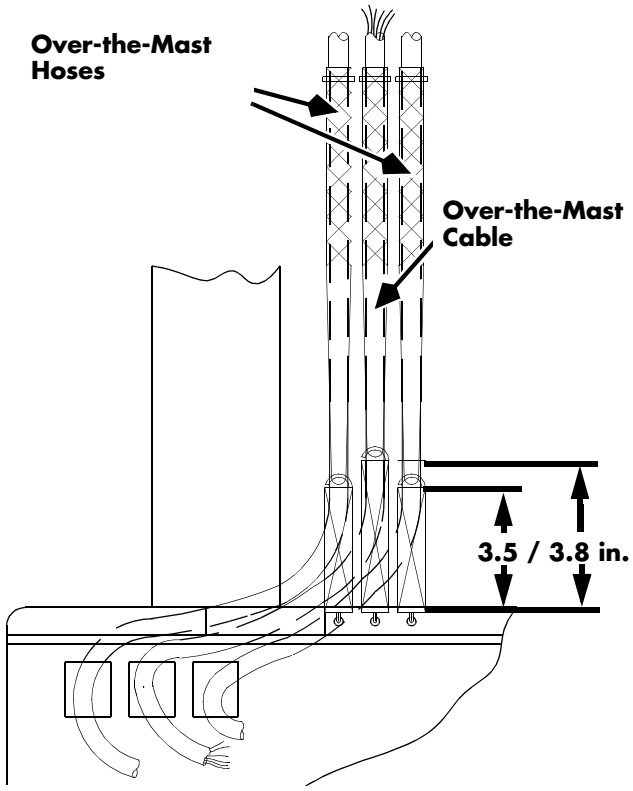

Figure 7-247: Hose and Cable Tension Adjustment
6. Adjust the tensioners so the hose springs are extended 3.5 in. (89 mm) and the cable spring 3.8 in. (97 mm). See Figure 7-247.